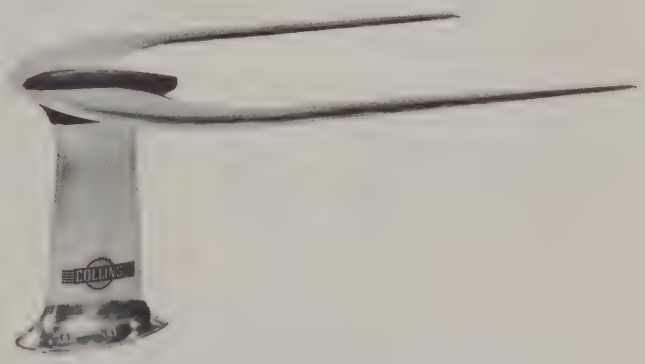

Figure 1-6. 37J-3 VOR Navigation Antenna
1.2.5 VOR NAVIGATION ANTENNA 37J-3. See figure 1-6. The 37J-3 is a horizontally polarized navigation antenna for receiving VOR and localizer signals. Frequency range is 108.0 to 122.0 mc with a standing-wave ratio of 5 to 1 or less. Impedance is 52 ohms into unbalanced line. The antenna is constructed of cast aluminum and formed and welded sheet aluminum. The 37J-3 is used with the 51X-2 when the 51X-2 is used in a VOR-101 navigation system.